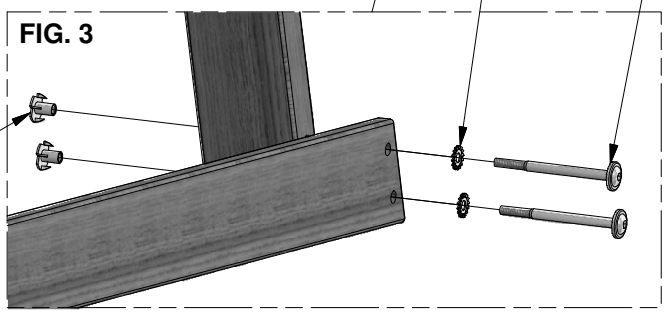

FIG. 3
- ***ENSAMBLE COMO SE MUESTRA (FIG. 3).***